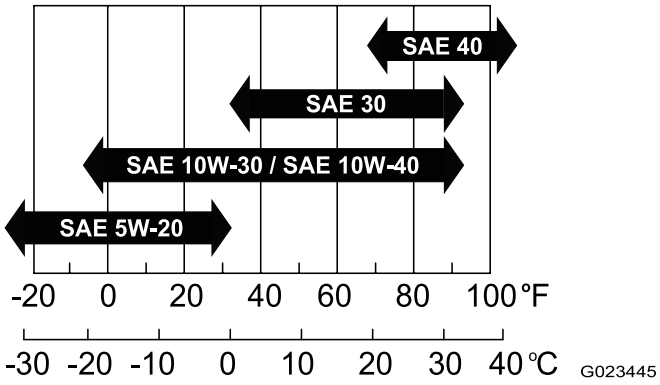

Figur 14
- **Viskositet:** SAE 30, se följande tabell för övriga viskositeter (Figur 14):